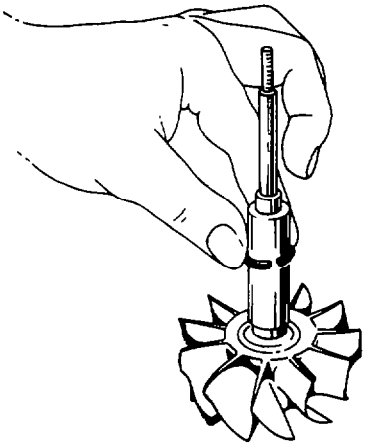

Fig. 155 — Installing Piston Ring
k. Use the appropriate sleeve to fit the piston ring (item 9) to the shaft (see fig. 155); ensure that the piston ring is installed in the square bottomed groove and not in the rounded oil slinger groove.